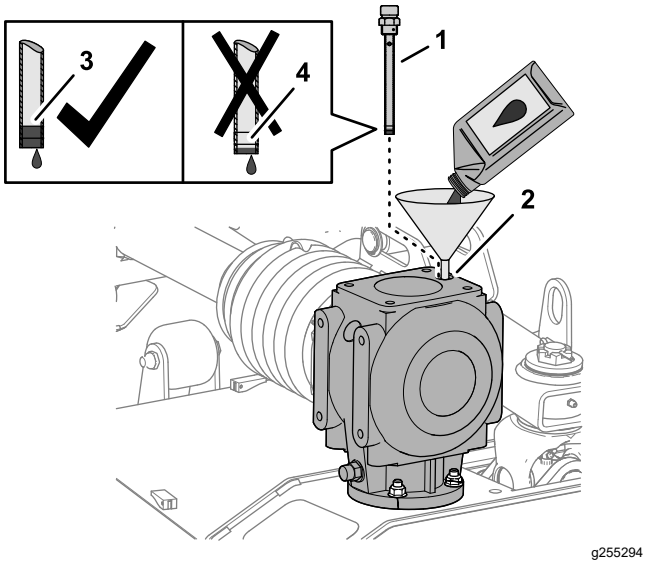

Figuur 63
1. Voeg 1064 ml van de gespecificeerde tandwielkastvloeistof toe aan de tandwielkast door de peilstokopening (Figuur 63).
2. Draai de peilstok in de opening, verwijder de peilstok en controleer het vloeistofpeil (Figuur 63).
4. Draai de peilstok in de vulopening en bevestig hem (Figuur 63).